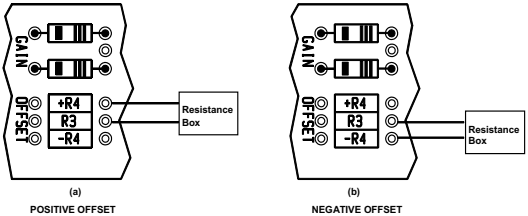

Fig 3.6 Temporary Resistor Connections - Offset
6) Fit a NPV fixed resistor that is just below the value required to position R1. Reconnect the temporary variable resistor to position R2, see Fig 3.6(b).
2) Connect temporary SOT or variable resistors (leads to be kept as short as possible) as shown for the required polarity offset. Fig. 3.6(a) for a positive offset and Fig. 3.6(b) for a negative offset.